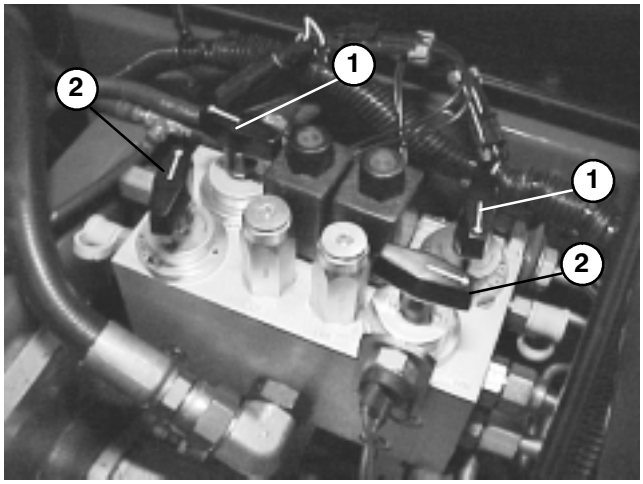

Figure 27
SETTING REEL SPEED (Fig. 27)
4. To set reel speed, rotate knobs (Fig. 27) until indicator arrows are in line with the number designating desired setting.